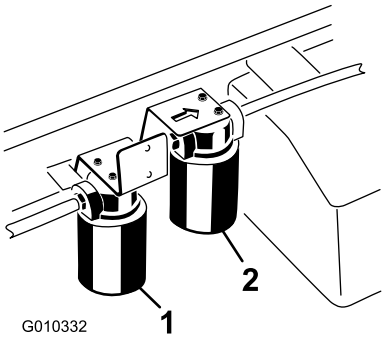

Figur 74
3. Plasser et tappefat under filteret, og ta ut filteret (Figur 74).
1. Rengjør området rundt der filteret for høy strømning skal festes (Figur 74).